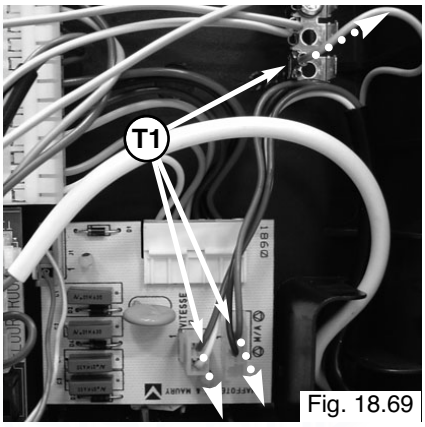

Fig. 18.69
3. Remove the pump plug from the control board and earth plug from earth socket "**T1**" (see Fig. 18.69);